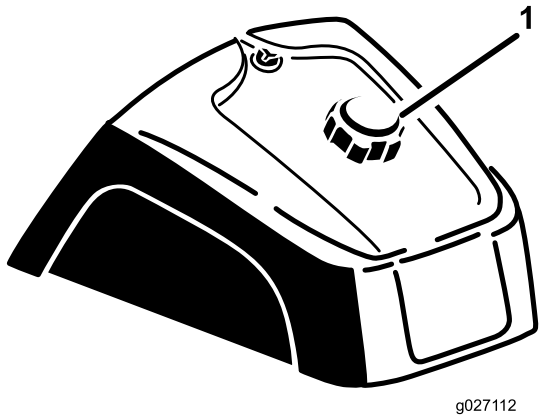

Figur 15
1. Rengør området omkring brændstoftankens dæksel (Figur 15).